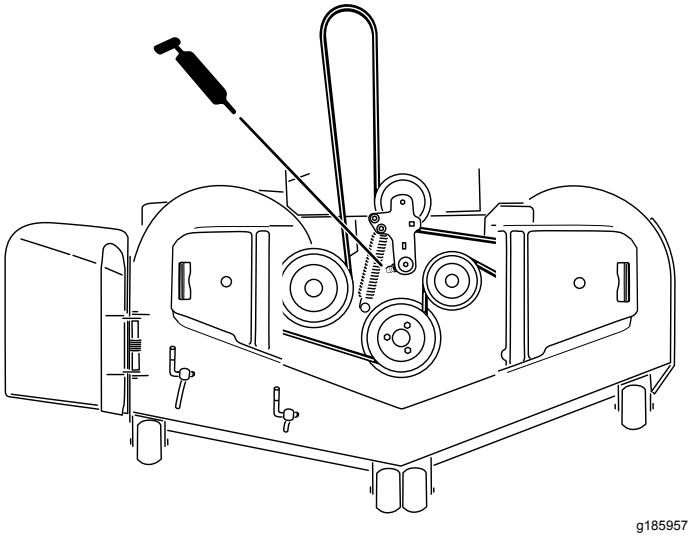

Figura 44
5. Todas las demás máquinas: engrase el pivote de la polea tensora de la carcasa de corte hasta que salga grasa por el extremo inferior (Figura 44).